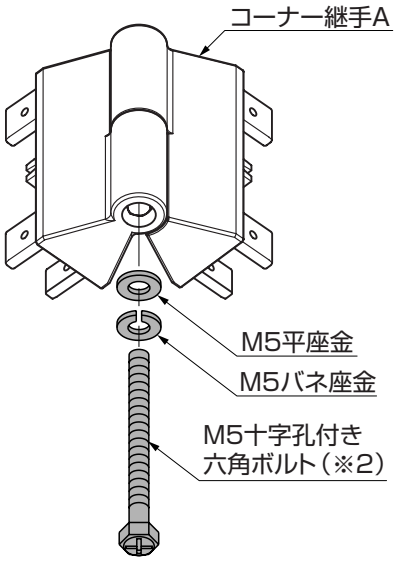

図4-3
②全て正しく施工していることを確認した後、（※2）のボルトでコーナー継手Aを固定してください。（図4-3参照）